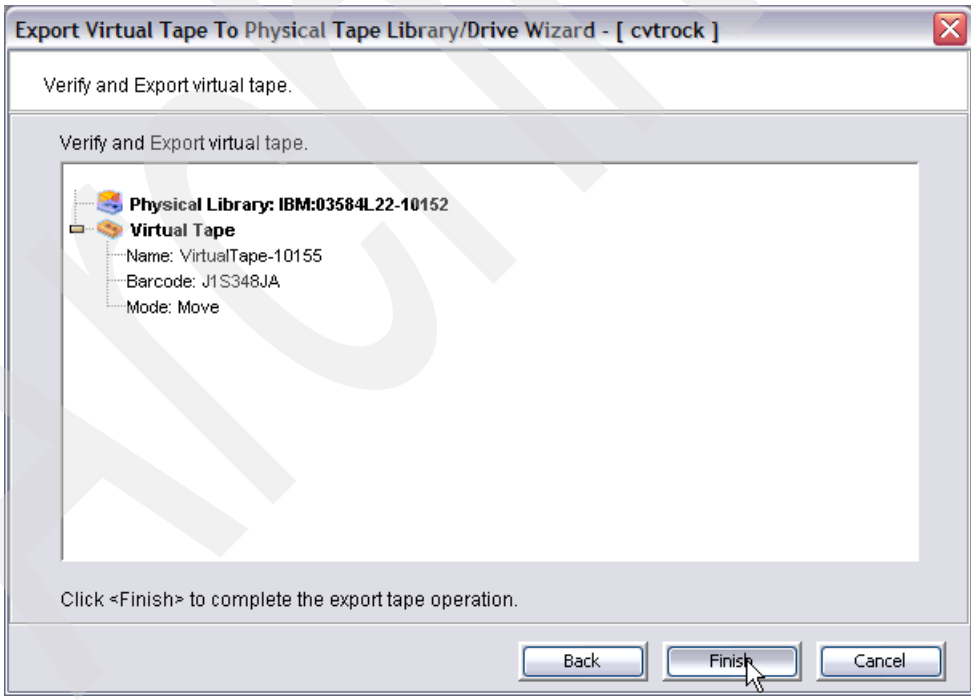

Figure 4-52 Summary information about the export
5. Verify the export information and click **Finish** (see Figure 4-52).